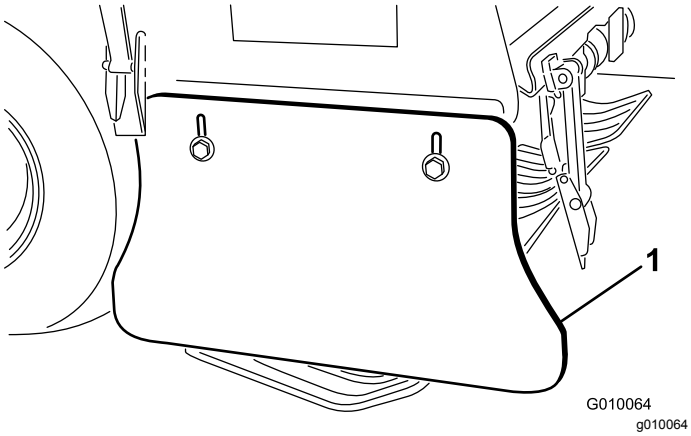

Rysunek 63
2. Poluzuj śruby i nakrętki mocujące osłonę boczną do ramy (Rysunek 63).